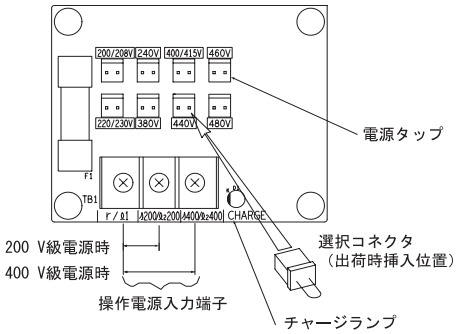

図 4.2　電源電圧選択コネクタ
4. インバータに供給する電源電圧に対応した位置（図 4.2 参照）に，コネクタを挿入してください。